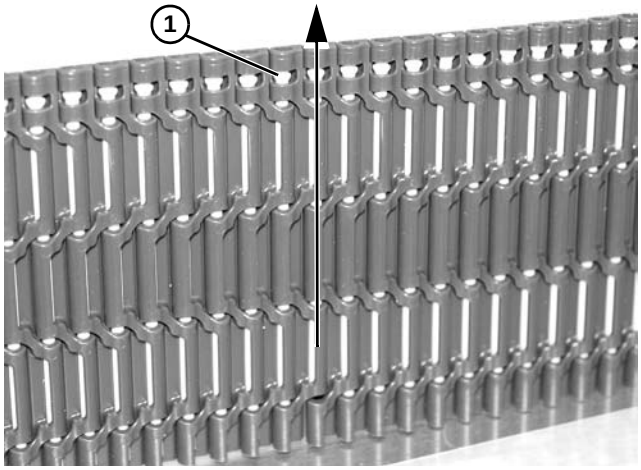

Figure 107
*Note that head of pin **(Figure 107, item 1)** should be removed in direction shown.*